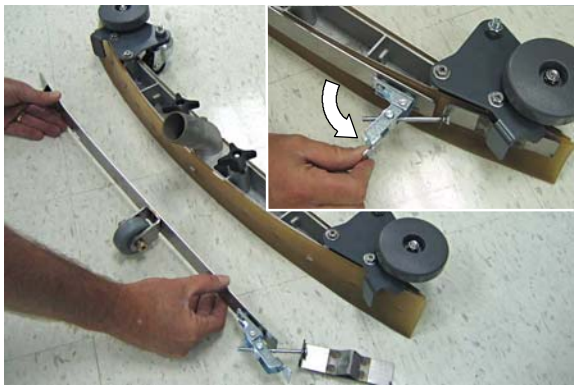

AFB. 46
2. Maak de bandklem los en verwijder de band van de wissereenheid (afbeelding 46).